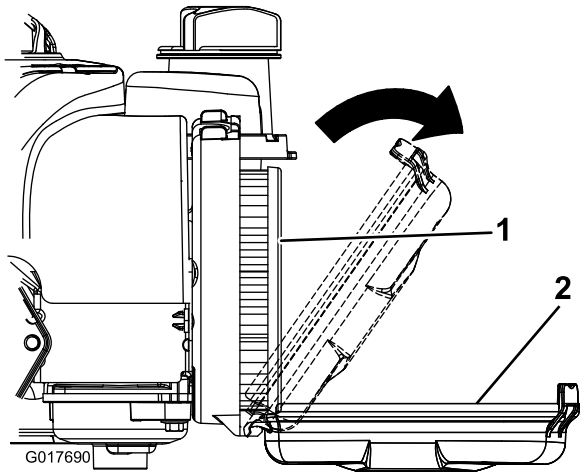

Figura 17
1. Abra los enganches que sujetan la tapa del filtro de aire al motor (Figura 17).